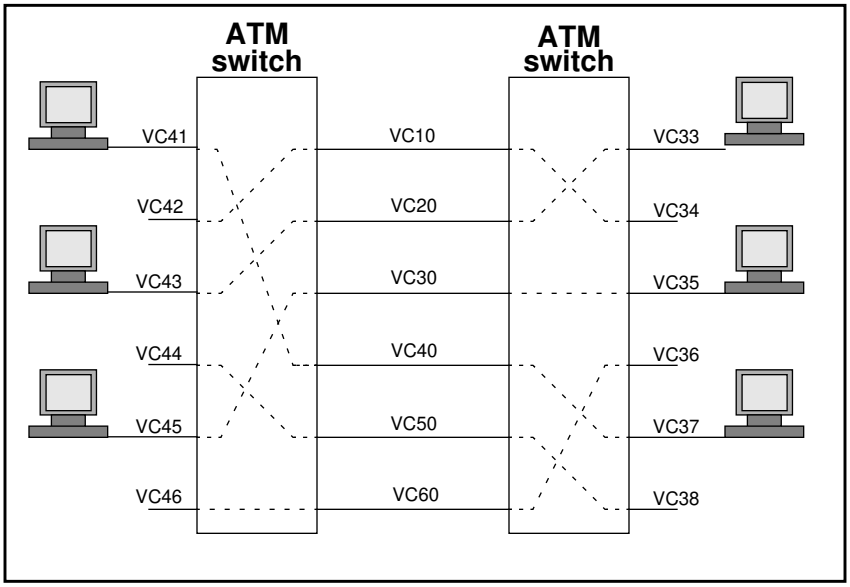

Figure E-2. Virtual Circuits
The *virtual path* (VP) creates groups of the VCs carried between the ATM entities, such as the ATM switches shown in Figure E-2: